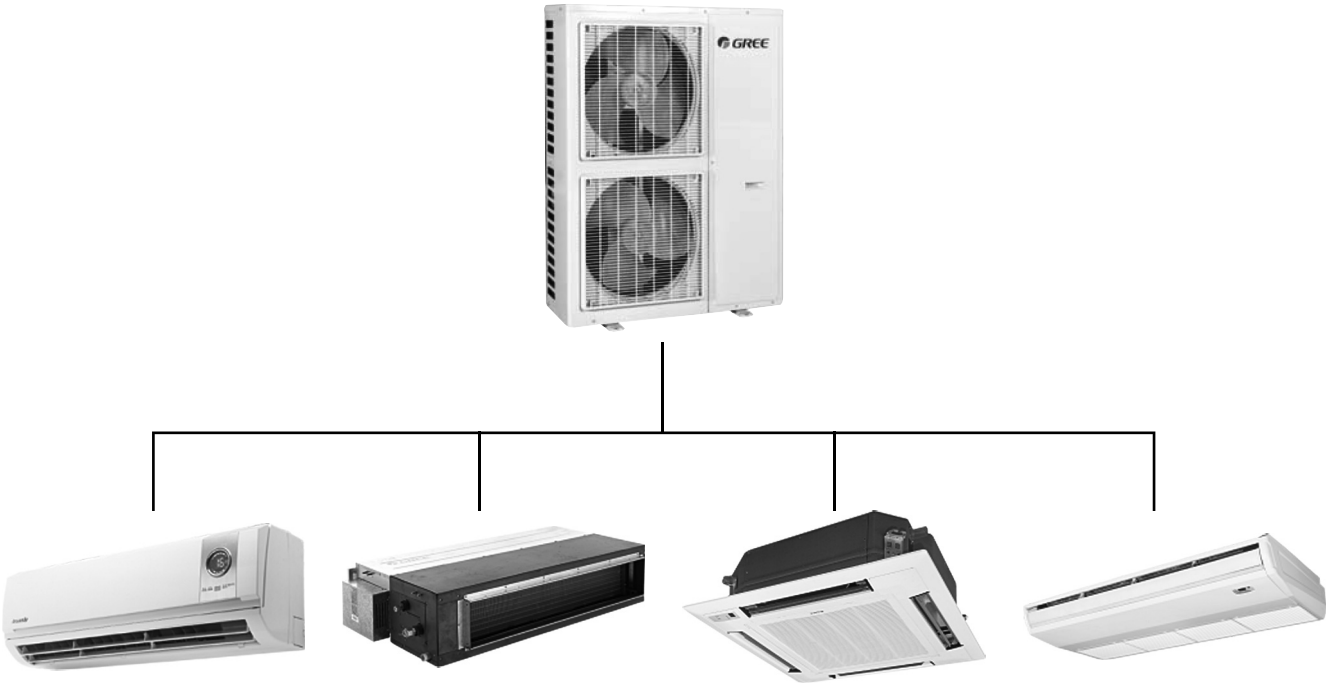

Рис. 1.
1.3 Общий вид мультизональной системы рис. 1.